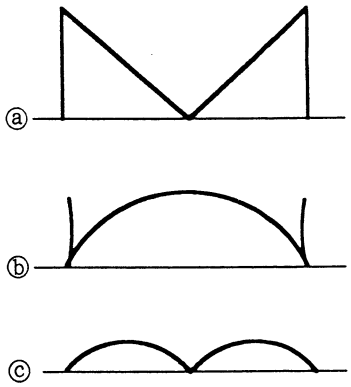

Fig. 4-4.
(2) V. SIN waveform·····When a full wave rectification is performed with IC208 using the waveform of pin ⑩ of IC201, the waveform of pin ① of IC208 will be like that shown in Fig. 4-4 ⓐ. The parabola wave of pin ⑪ of IC201 is DC-shifted to make the output of pin ① of IC209 as shown in Fig. 4-4 ⓑ. Q205 to 212 comprise a multiplier and when Fig. 4-4 ⓐ and 4-4 ⓑ are entered into this multiplier, a waveform similar to the one shown in Fig. 4-4 ⓒ is produced. This will be divided by IC210 to make the first half of V-scan into V. SIN 1 and the latter half into V. SIN 2.
(3) H. SIN waveform·····As with V. SIN waveform H. SAW will be full-wave rectified using IC217 while H. PARA will be DC-shifted with IC215. Each of these are multiply by Q213 to 220 to create waveforms similar to V. SIN.